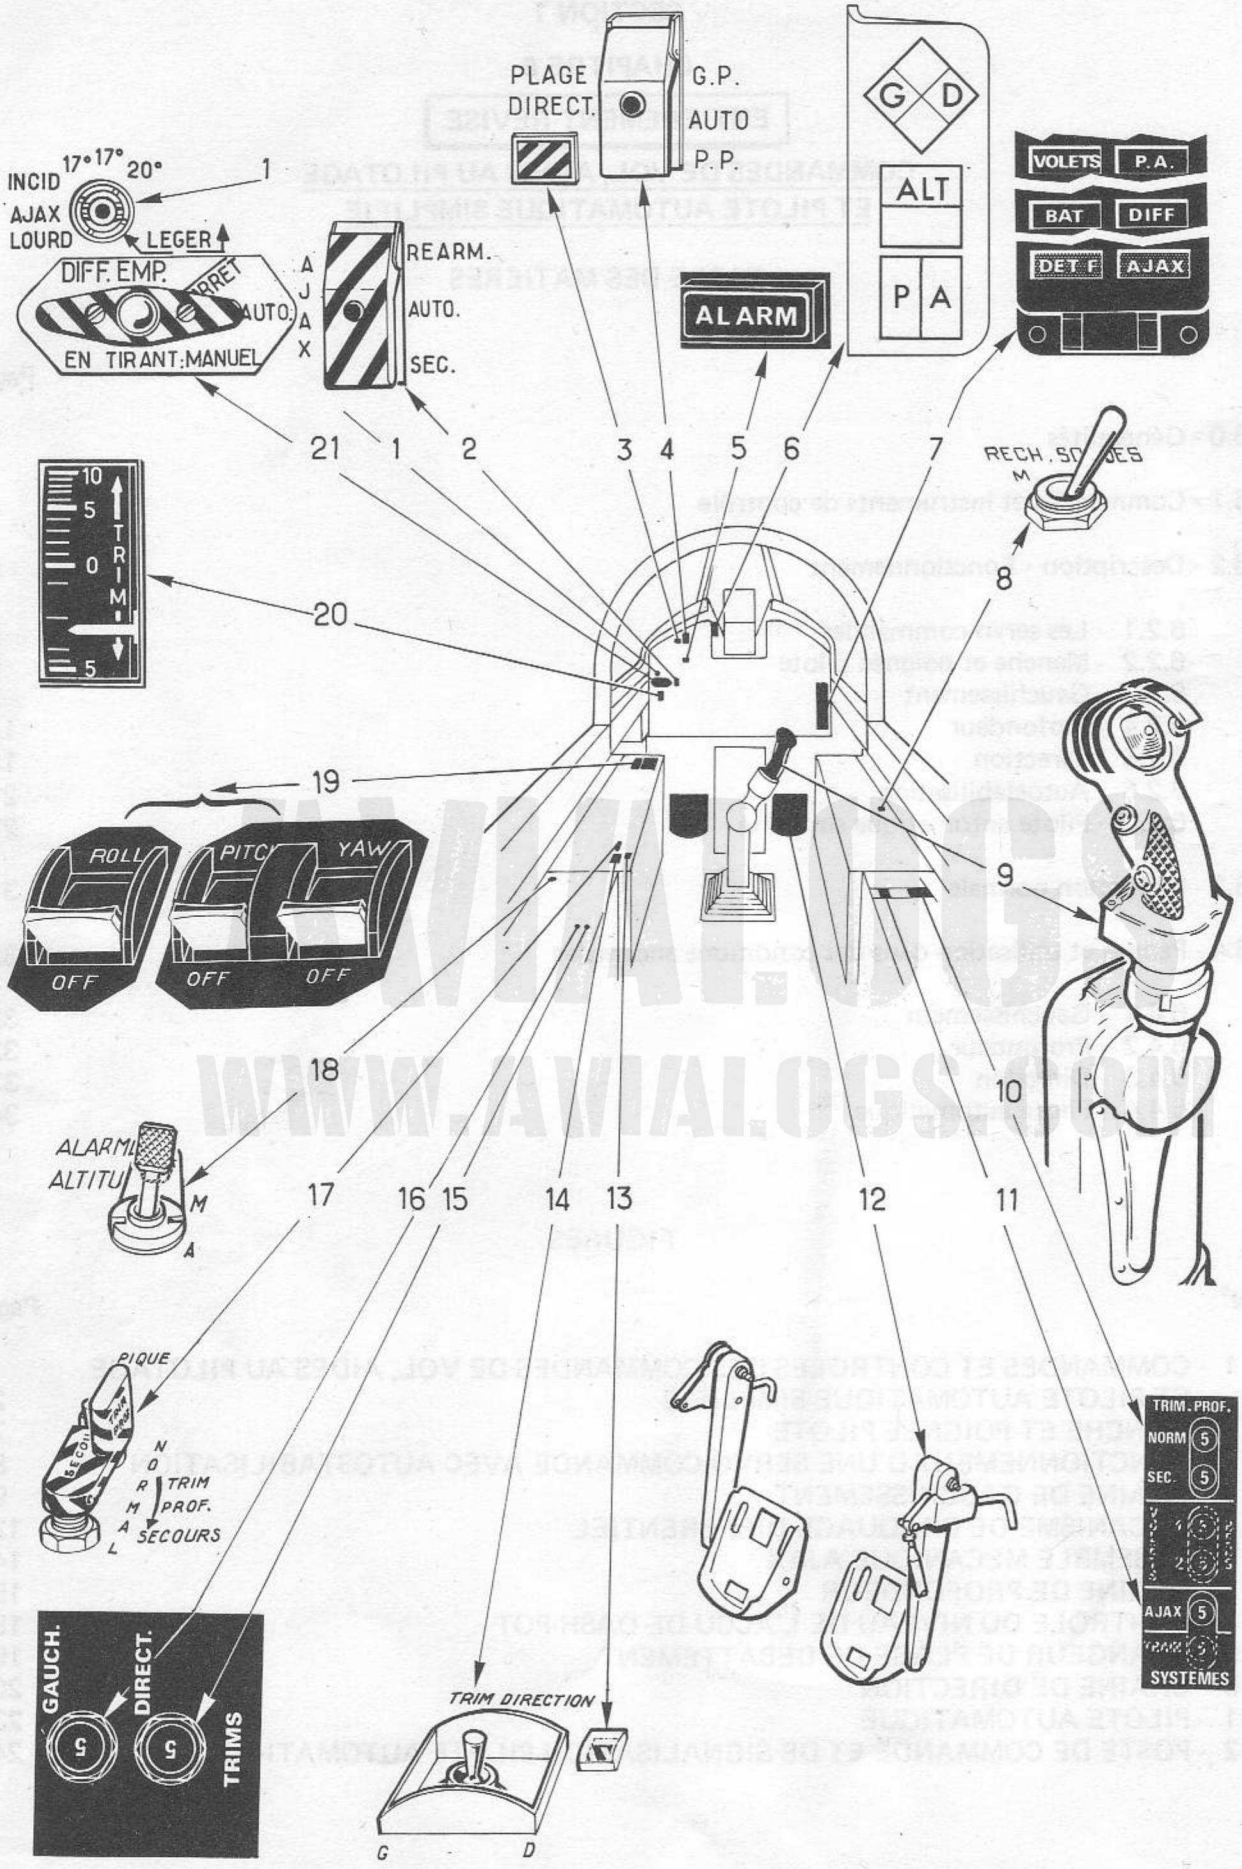

FIGURE 1 - COMMANDES ET CONTROLES DES COMMANDES DE VOL
6.1 - Commandes et instruments de contrôle (Fig. 1)